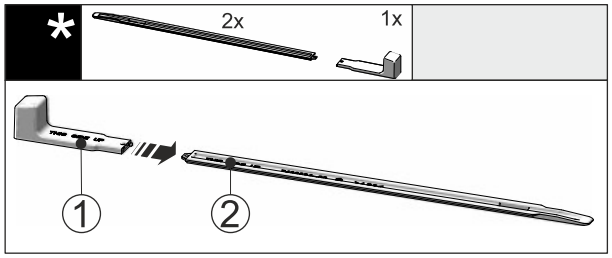

Fig. 50
▶ Atașați mânerul de montare *Fig. 50 (1)* la șina de nivelare *Fig. 50 (2)*.